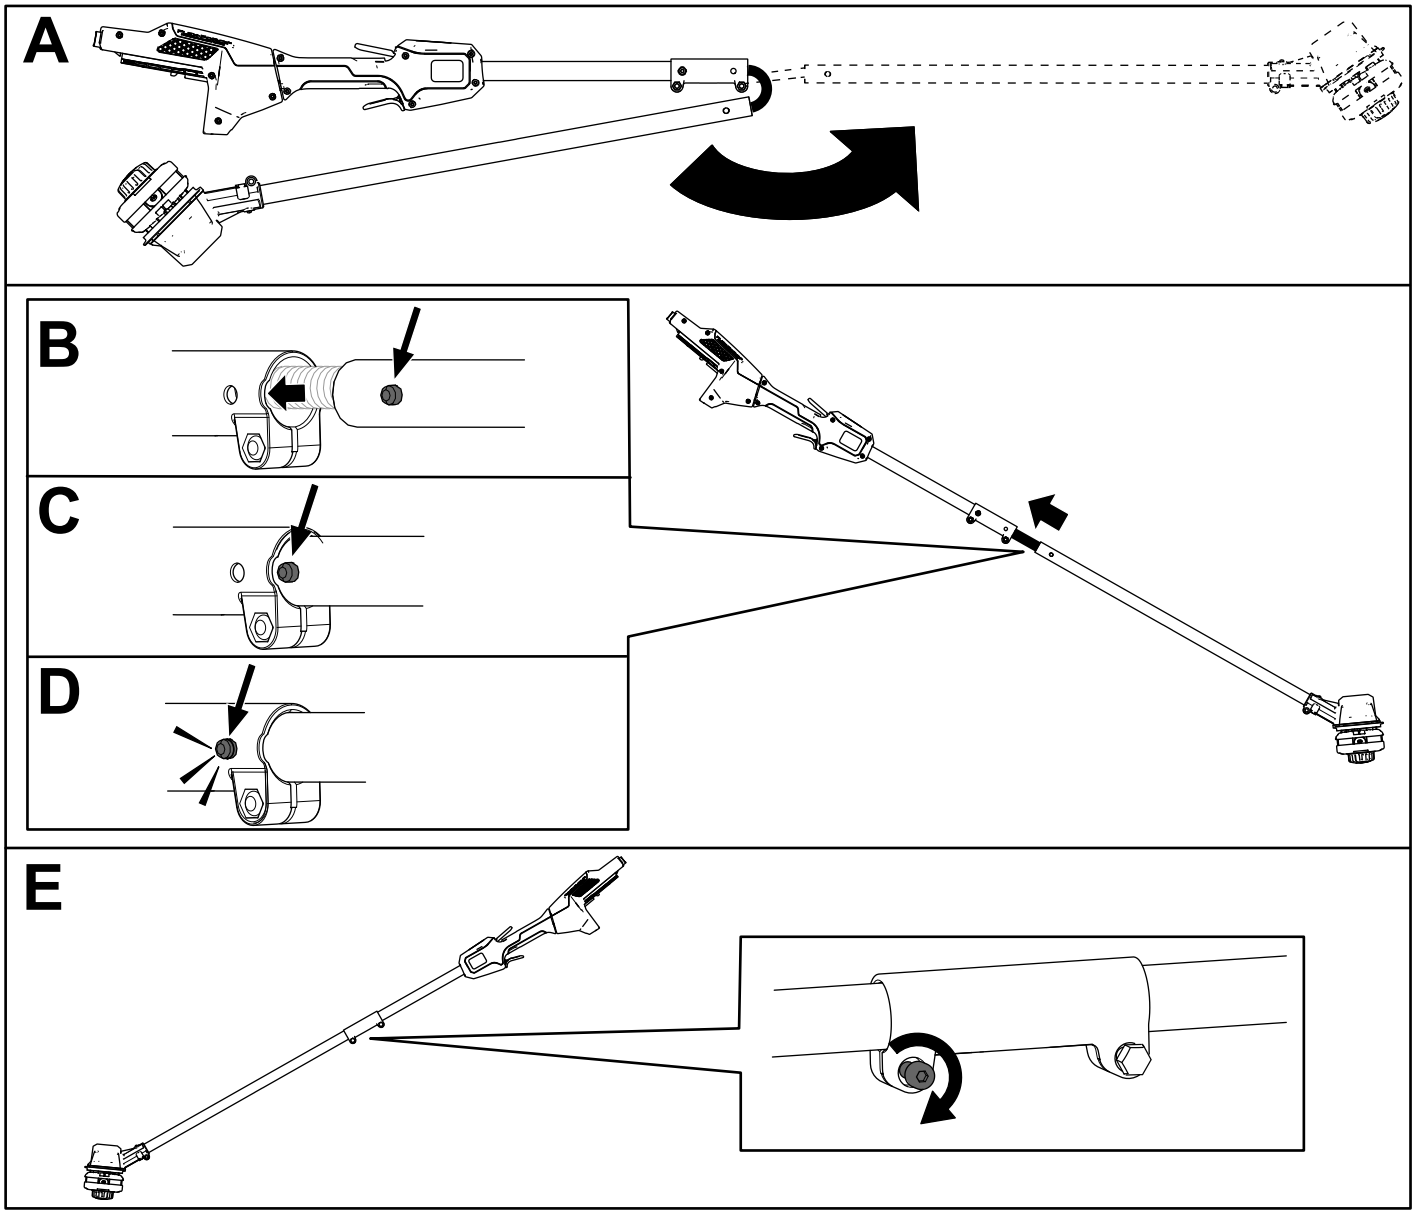

**Figur 1**
1. Veckla ut skaftet (A i Figur 1).
2. Rikta in låsknappen på det nedre skaftet med det avlånga hålet på det övre skaftet och skjut samman de två skaften (B och C i Figur 1).
**Obs:** Låsknappen klickar i det avlånga hålet när båda skaften är säkrade (D i Figur 1).
3. Använd den medföljande insexnyckeln och dra åt skruven på skaftanslutningen tills den är säker (E i Figur 1).